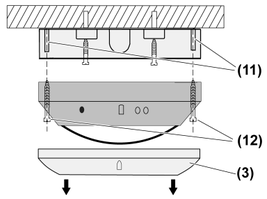

Bild 4: Montage
(3) Zierring
(11) Befestigungsdome
(12) Schrauben
- Zierring (3) abziehen (Bild 4).
- Schrauben (12) lösen.
- Präsenzmelder mit Schrauben (12) und Befestigungsdome (11) auf Anschlusskasten (4) schrauben (Bild 4).